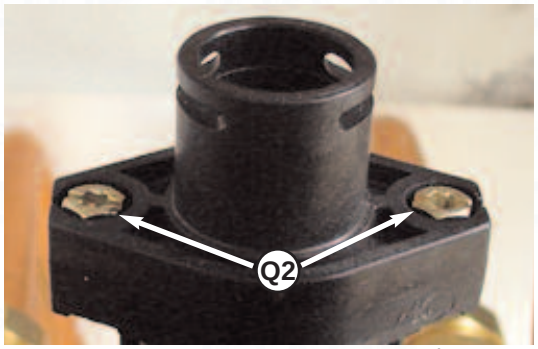

Fig. 18.51
3. Remove the two screws "**Q2**" *(see Fig. 18.51)*;